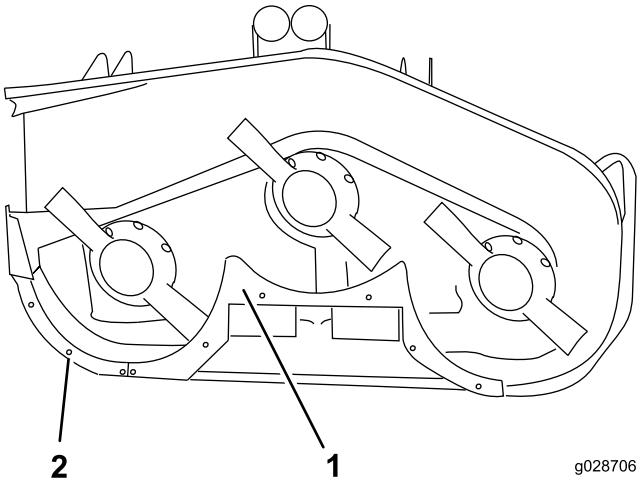

Figur 10
8. Plasser den bakre hyllen på klippeenheten (Figur 10).
10. Monter den bakre hyllen til klippeenheten med fire hodeskruer (3/8–16 x 1 tomme) og fire låseskiver (Figur 10).
12. Fest skjermen til klippeenhetens kant med to hodeskruer (1/4–20 x 3/4 tomme) og to låsemuttere (Figur 10).
13. Plasser den høyre hyllen på linje med enden av midtre skjerm og klippeenhetens kant (Figur 10).